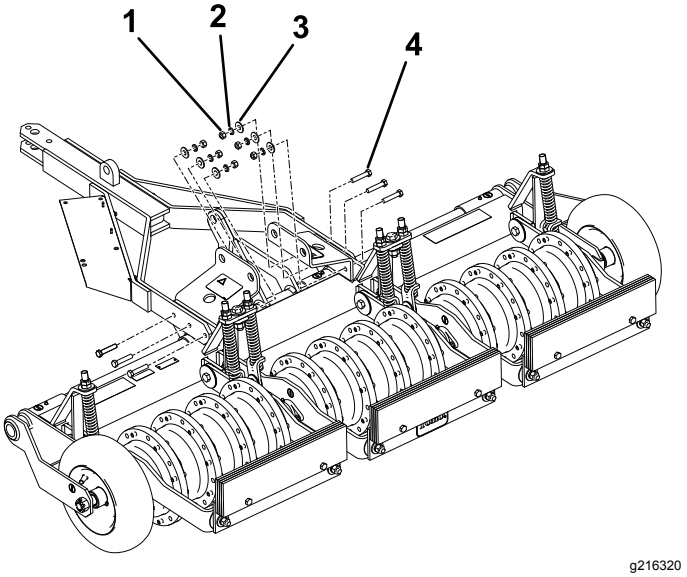

Rysunek 7
4. Zamontuj zespół dyszla i wsporniki za pomocą elementów mocujących w sposób pokazany na Rysunek 7, po czym dokręć nakrętki z momentem od 54 do 74 N·m.